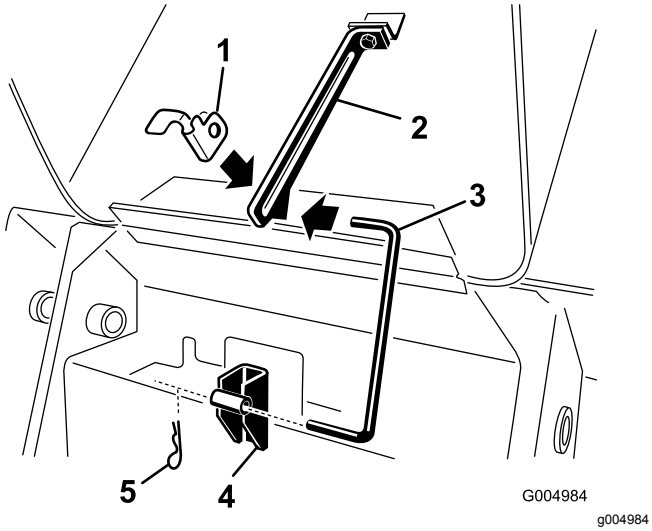

**Figure 41**
4. Pull the hairpin cotter from the bottom end of the hood prop-rod and slide the prop rod out of the retaining brackets and the prop-rod tab (Figure 41).
8. Install the prop-rod into the retaining brackets and prop-rod tab and secure it with the hairpin cotter (Figure 41).